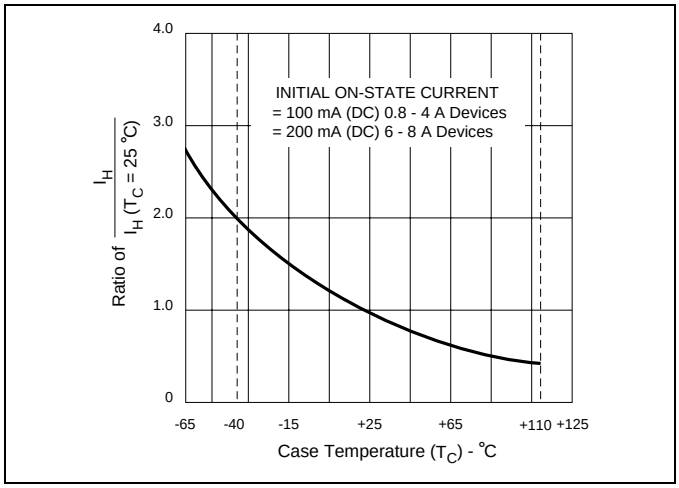

Figure E1.5 Normalized DC Holding Current versus Case Temperature
(7) See Figure E1.5 for I_H versus T_C.